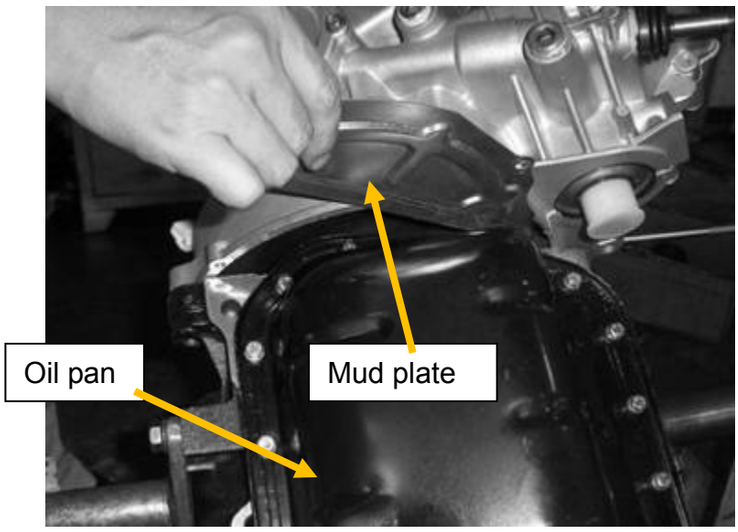

Figure 35
2. Remove the lower mud plate (**See** Figure 35).